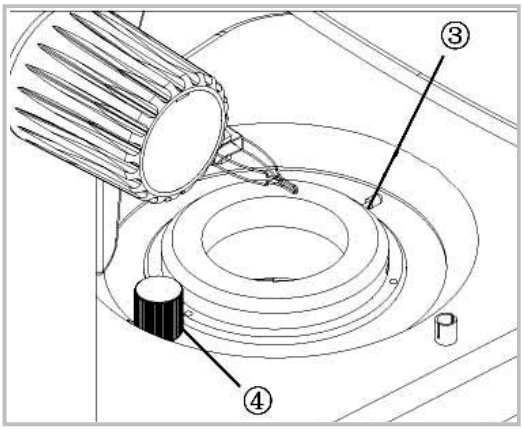

Fig. 9
**Adjusting the Iris Diaphragm (Fig. 9)**